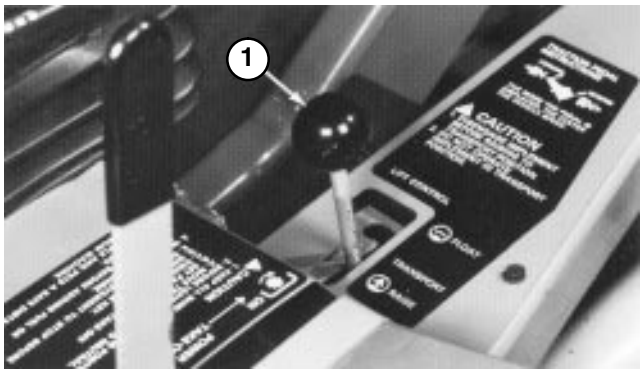
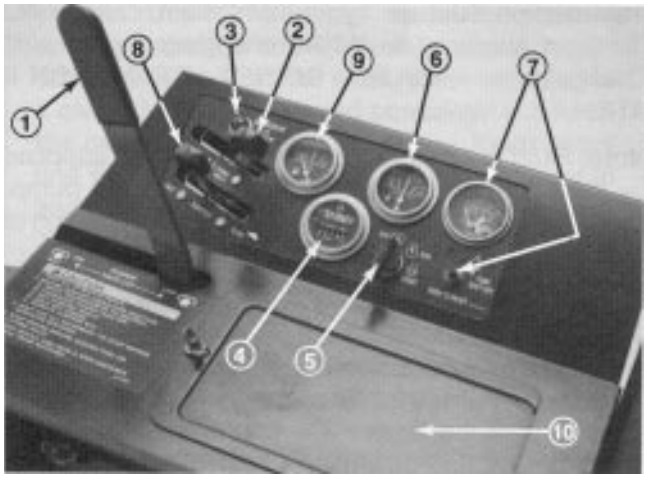

Figure 19
Figure 20
Lift Lever (Fig. 19)—The hydraulic lift lever has three positions: FLOAT, TRANSPORT, and RAISE. To lower implement to the ground, move lift lever forward into notch, which is the FLOAT position. The FLOAT position is used for operation and also when machine is not in operation. To raise implement, pull lift lever backward to the RAISE position. After implement is raised, allow lift lever to move to the TRANSPORT position. Normally, implement should be raised when driving from one work area to another, except when descending steep slopes.
PTO Lever (Fig. 20) – The PTO lever has two positions: ON (engage) and OFF (disengage). Slowly push PTO lever fully forward to ON position to start the implement or cutting unit blades. Slowly, pull lever backward to OFF position to stop implement operation. The only time PTO lever should be in the ON position is when implement or cutting unit is down in operating position.
Hour Meter (Fig. 20) – The hour meter registers accumulated hours of engine operation. Use the hour meter to determine intervals for service maintenance and lubrication.
Fuel Gauge (Fig. 20) – Indicates quantity of fuel remaining in fuel tank.
Oil Pressure Warning Light (Fig. 20) – The oil pressure warning light glows and a buzzer sounds when oil pressure in engine drops below a safe level. If low oil pressure ever occurs, stop engine and determine the cause. Repair the damage before starting the engine again.
Ammeter (Fig. 20) – Ammeter shows charge rate of the battery by the alternator. When engine is running, there usually is a slight charge, unless engine is idling slowly. Needle points to 0 when battery is fully charged. By contrast, alternator is not charging the battery when needle points to (-) negative side of ammeter. If this happens, repair the charging system to prevent discharge of the battery.
Temperature Switch/Gauge and Reset Button (Fig. 20) – The temperature switch/gauge registers the temperature of the coolant in the cooling system. If temperature of coolant gets too high the engine will shut off automatically. When this happens, rotate ignition key to OFF. Automatic shut–off of the engine usually results from debris on front of screen or radiator, which reduces air flow. After cleaning outside of screen and radiator or repairing some other damage, press the reset button and start the engine.
Ignition Switch (Fig. 20) – The key switch, which is used to start and stop the engine, has three position: OFF, RUN, and START. Rotate key clockwise to the START position to engage starter motor. When engine starts, release key and it will move automatically to the ON position. To shut engine off, rotate key counterclockwise to the OFF position.
Choke (Fig. 20) – To start a cold engine, close carburetor choke by moving choke control fully forward. After engine starts, regulate choke to keep engine running smoothly. As soon as possible, open the choke by pulling it backward.
Throttle Control (Fig. 20) – Throttle is used to operate engine at various speeds. Moving throttle forward increases engine speed—FAST; backward decreases engine speed—SLOW. The throttle regulates the speed of the cutter blades or other implement components and, in conjunction with traction pedal, controls ground speed of the traction unit.
1. Ensure parking brake is set, PTO lever is in OFF position (Fig. 20), and lift lever is in TRANSPORT or FLOAT position (Fig. 19). Remove foot from traction pedal and insure it is in neutral.
2. Move throttle control (Fig. 20) to1/4−1/3 open position.
3. To start engine, move choke lever (Fig. 20) fully forward.
4. Insert key into ignition switch (Fig. 20) and rotate it clockwise to START position. Hold key in START position for a few seconds to energize ignition system. Release key immediately when engine starts and regulate choke to keep engine running smoothly.